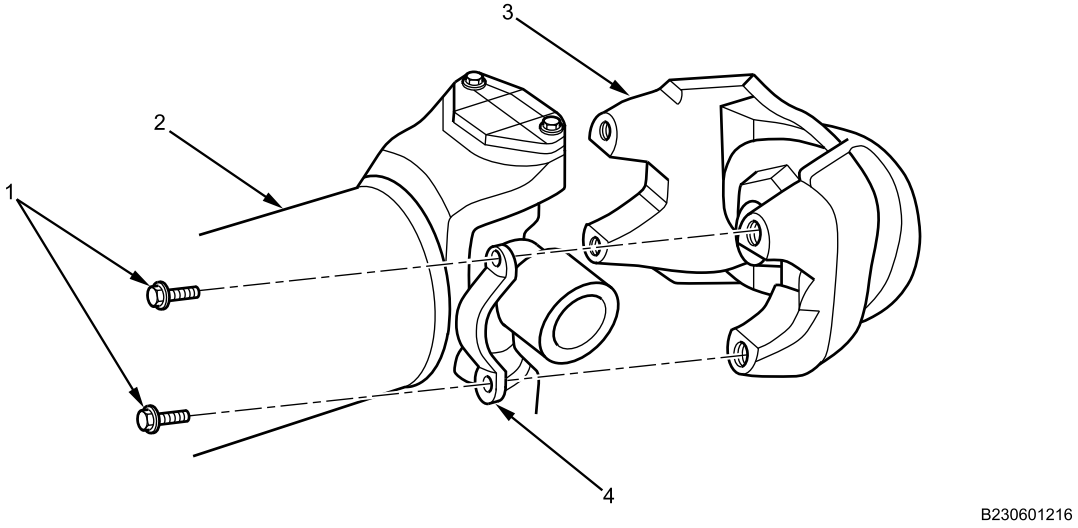

Figure 1. Prop Shaft.
1. Remove four mounting bolts (Figure 1, Item 1) and two bearing straps (Figure 1, Item 4) from forward or rear output yokes (Figure 1, Item 3). Discard bolts (Figure 1, Item 1).
2. Repeat step 1 for opposite end of prop shaft (Figure 1, Item 2).
3. Remove prop shaft (Figure 1, Item 2) from vehicle.